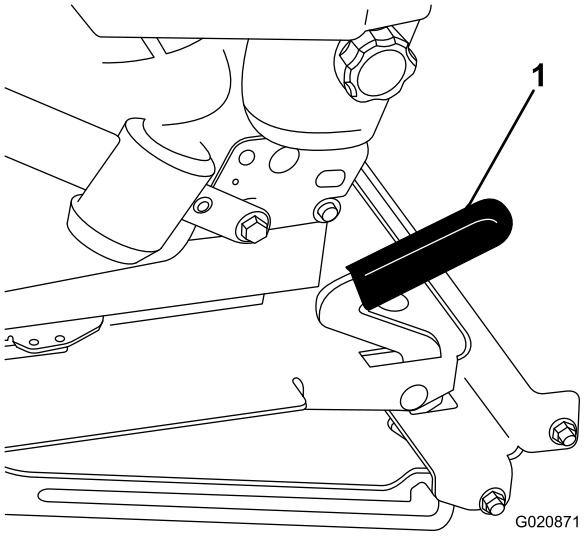

Figur 32
2. Dra låsehåndtaket forover, og løft opp for å frigjøre setelåsen (Figur 32).